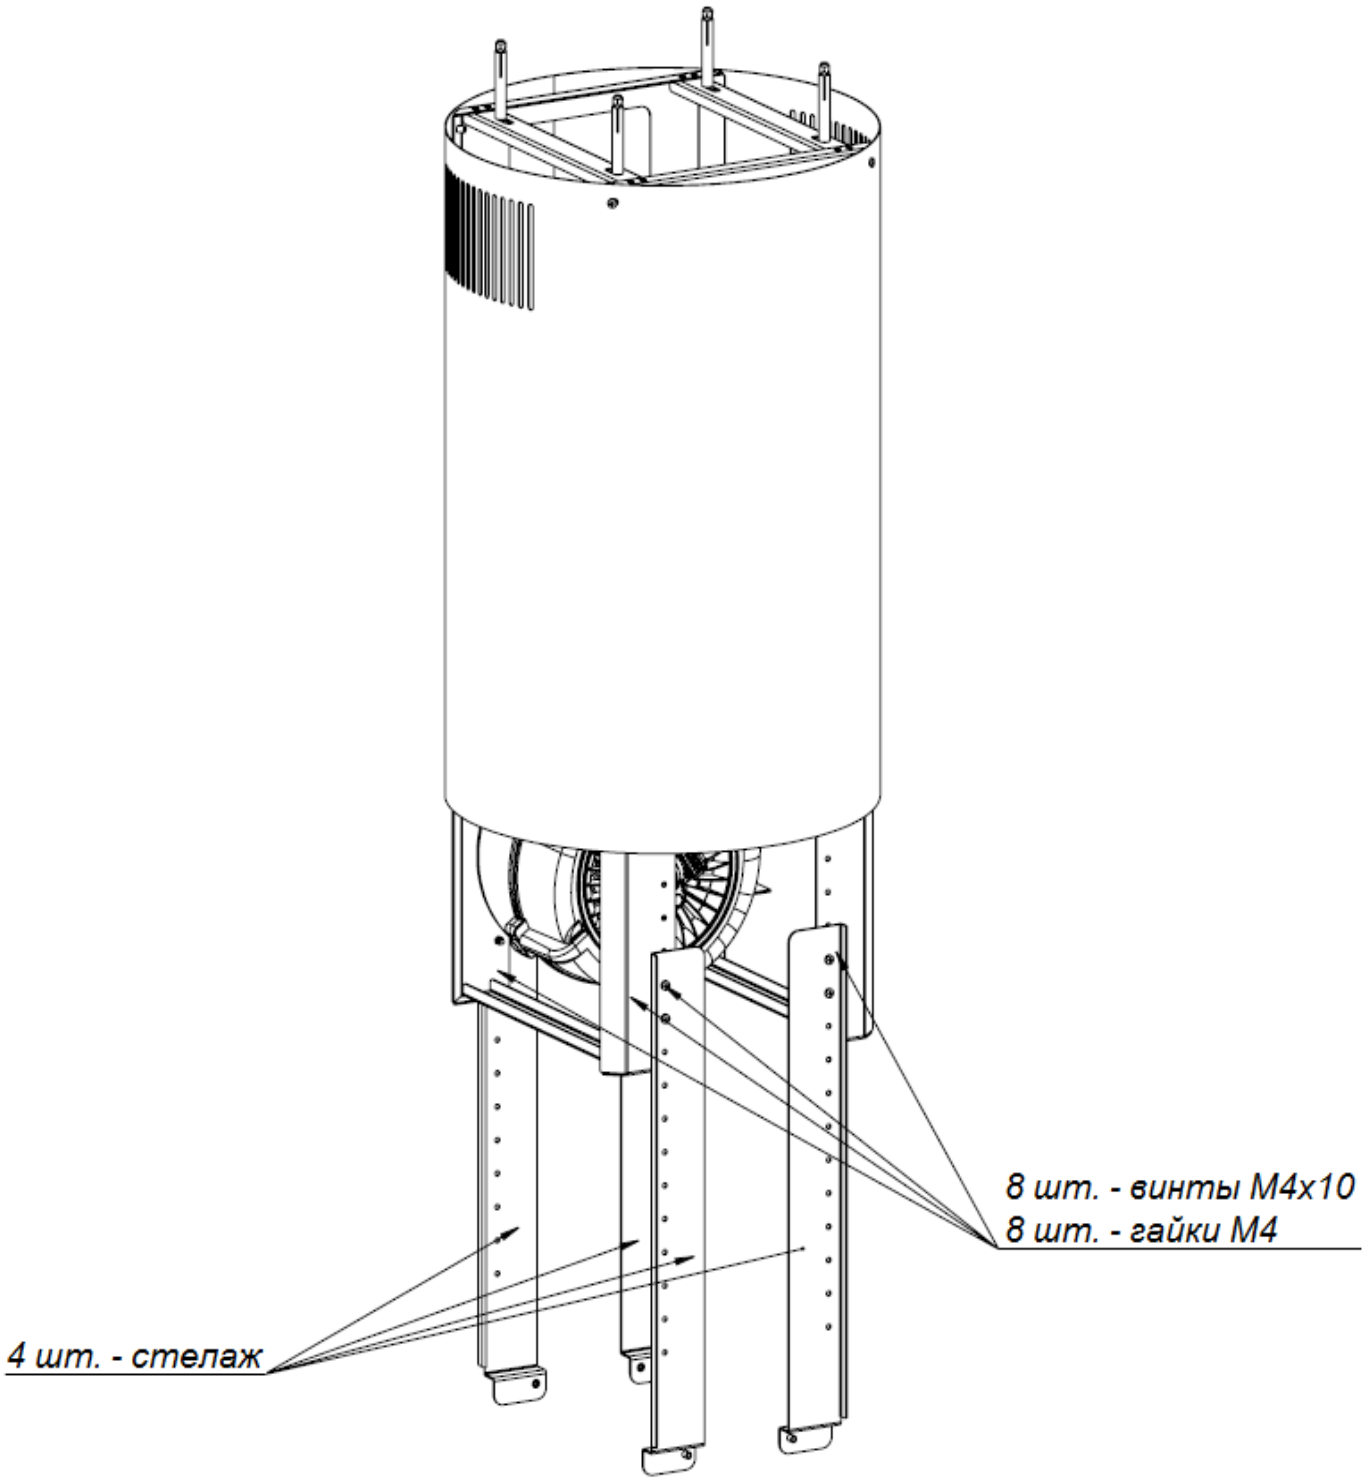

Рис. 4
3. На каркас снизу следует прикрутить стеллаж (4 шт.) с помощью винтов М4х10 (8 шт.) и гаек (8шт.) (рис. 4).